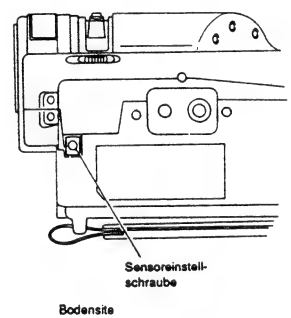

Abb. 4-81
(1) Abgleich der Autofokus-Sensorposition (Abb. 4-81)